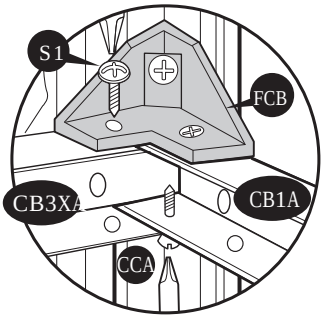

Fig.2: Use (S1) screws. Fix (CB3XA) to (FCB) and (CB1A)
12. Stabilize the side panels with center bands (CB3XA) & (CB3A). Fix (FCB) fitting to corner column (CCA). See Fig.1 Follow the Fig. 2, 3, 4, 5 & 6.